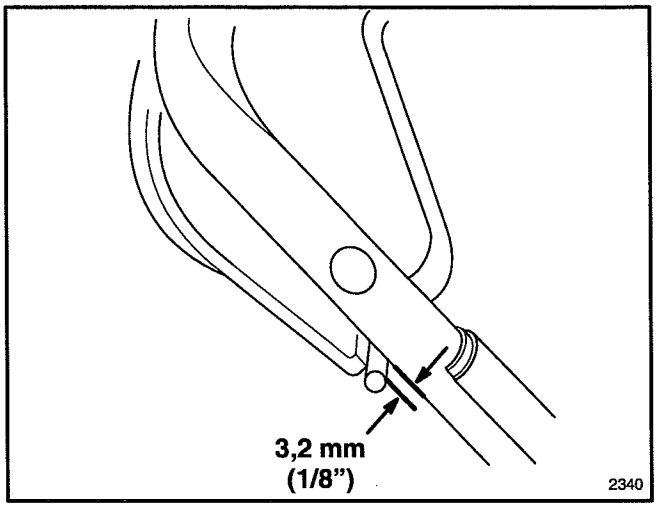

Figure 21
2. CHECK ADJUSTMENT (Fig. 21)–Move the blade control bar toward the handle until the slack in the wire is removed. The gap between the blade control bar and the handle must be 1/8".